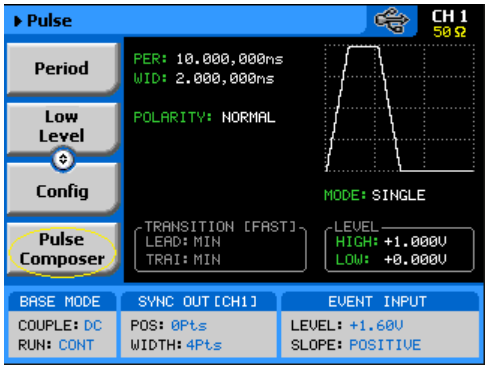

Figure 3-80, Access the Pulse Composer Menus
2. Using the down key, scroll down with the menus to access the Pulse Composer menu tab, as shown in Figure 3-80.